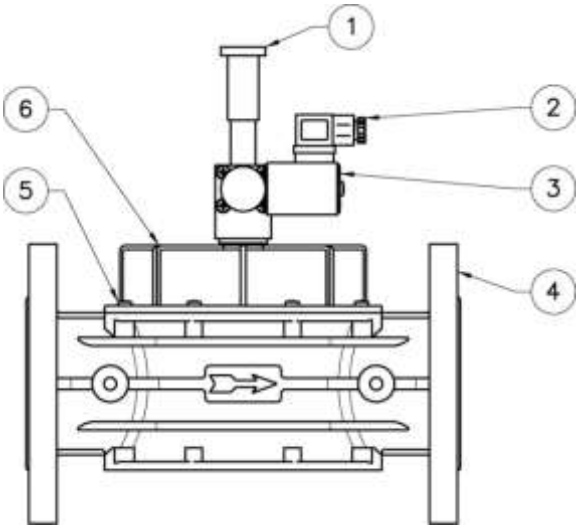

Рис. 5
Клапан (Рис. 5) состоит из: рукоятка механизма возврата (1); электрический коннектор (2); соленоид (3); корпус (4); винты крепления (5); крышка (6).